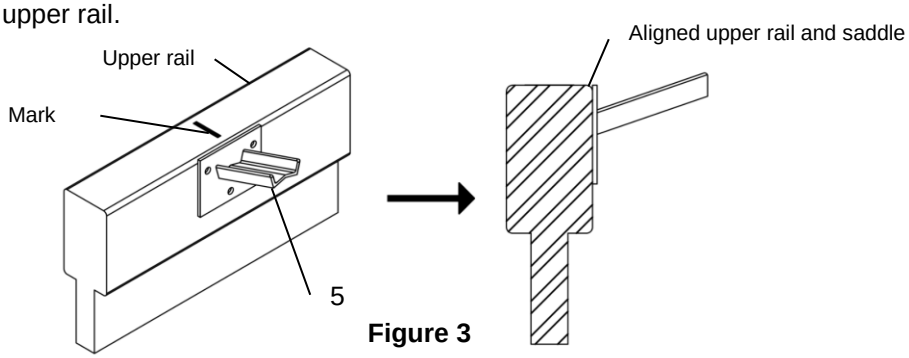

Figure 3
4. **Figure 3.** Align the center of the cross-bow saddle (5) with the mark previously made by hand and align the top with the upper rail.